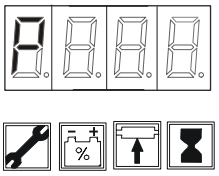

Fig. 14
- Drücken Sie [S18] nieder, bis “P” angezeigt wird, lassen Sie danach [S18] los. Fig. 14